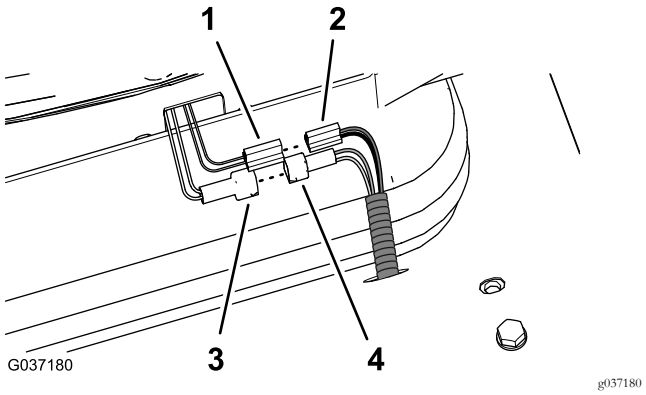

Figura 24
7. Na parte de trás do banco, localize o conetor de dois pinos do interruptor do banco (fios amarelo e cinzento) e ligue-o ao conector de duas tomadas da cablagem do relé (fios branco e preto) como se mostra na Figura 24.
3. Ligue o conetor de duas lâminas da suspensão pneumática ao conector de duas tomadas (fios preto e vermelho) da cablagem do kit de 350 cm; consulte a Figura 24 em Ligação do relé e da cablagem (Modelo 02750) (página 9).